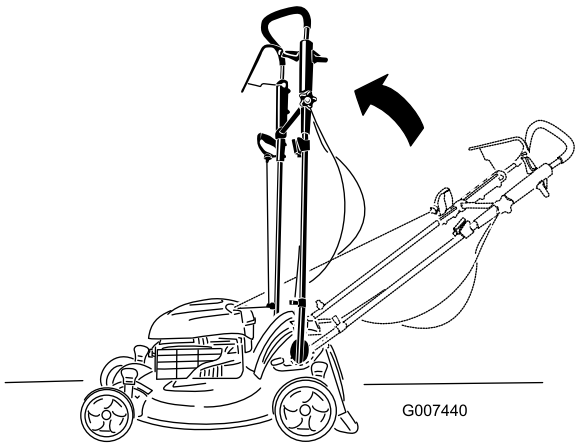

Figur 48
2. Flytt håndtaket til hevet stilling (Figur 48).